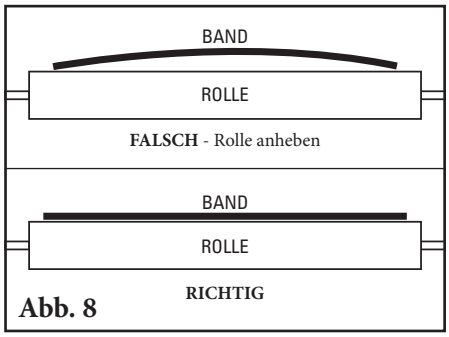

Abb. 8
8. **Das Band auf die Rolle absenken.** Sicherstellen, dass das Band ganz auf der Rolle aufliegt. Ein Loch höher ansetzen, wenn das Band nicht auf ganzer Länge aufliegt (Abb. 8). Das Förderband sollte von der normalen Laufhöhe 12–25 mm (1/2–1") nach unten bzw. oben gedrückt werden. Wenn es immer noch einen Spalt zwischen PTEZ und Band gibt, können Einstellungen in 12 mm (1/2")-Schritten vorgenommen werden, bis der Spalt verschwunden ist.